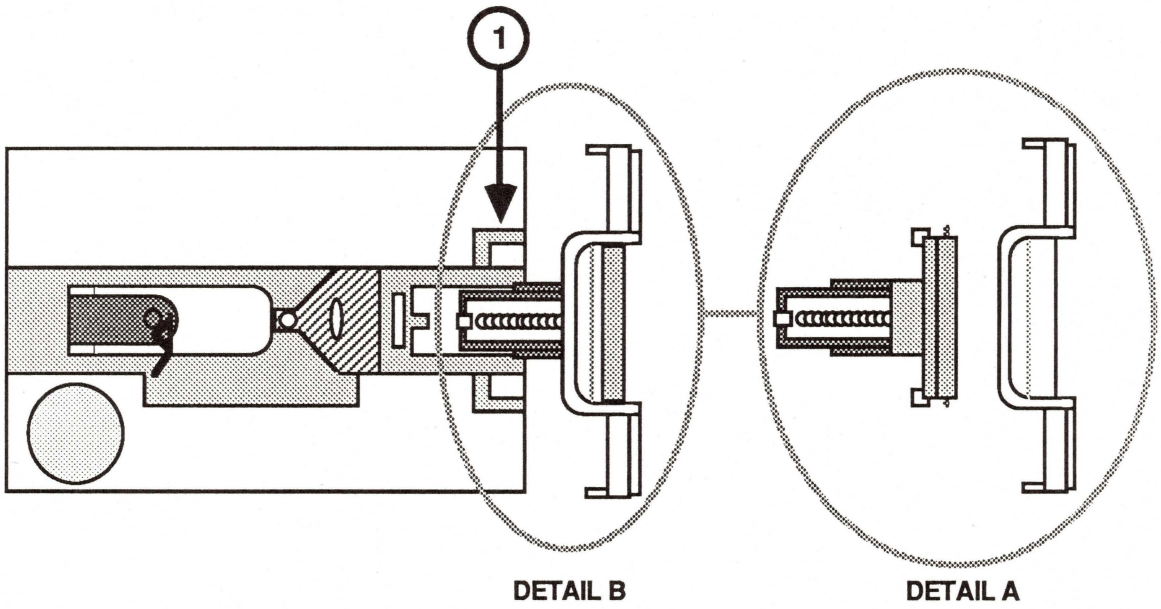

FIGURE 6
1. Put the door in the bezel (Figure 6, detail A).
2. Hold the door and bezel together. Slide the projecting part of the door partway into the grooves of the hub frame (Figure 6, detail B).
a) Push down the hub frame so that its aluminum arms (Figure 6, #1) fit under the top edge of the bezel.